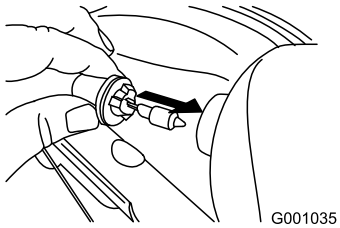

Bild 58
4. Setzen Sie eine neue Glühbirne hinten am Scheinwerfer ein (Bild 58).